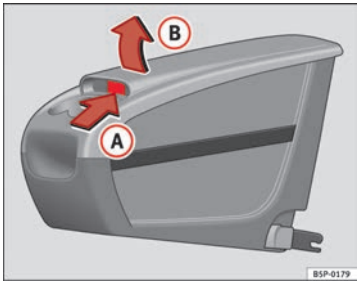

Abb. 111 Zusätzliche Ablage. Öffnen
– Die Klappe (B) im Bereich (A) ⇒Abb. 111 anheben.